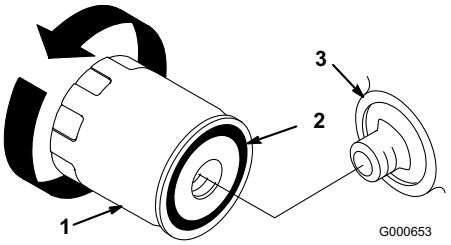

Figura 22
7. Retire el filtro usado y limpie con un paño la superficie de la junta del adaptador del filtro (Figura 22).
10. Aplique una capa fina de aceite nuevo a la junta de goma del filtro nuevo (Figura 22).
11. Instale el filtro de aceite nuevo en el adaptador del filtro. Gire el filtro en el sentido de las agujas del reloj hasta que la junta de goma entre en contacto con el adaptador del filtro, luego apriete el filtro media vuelta más (Figura 22).